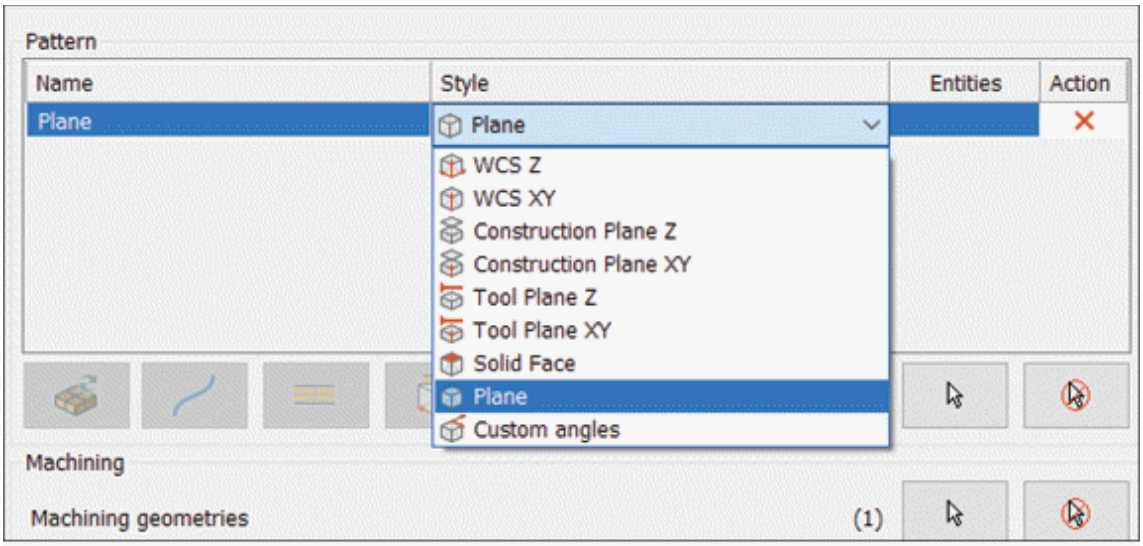

Figure-22. Style drop-down for plane
- Select the **Add Plane row** button to use selected plane for defining direction of cutting passes. Select desired option from the **Style** drop-down to define reference direction for cutting passes; refer to Figure-22.